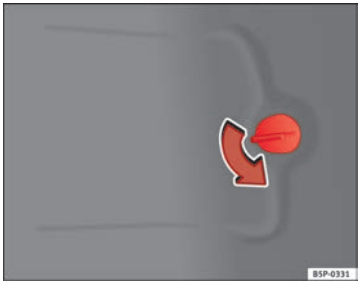

Fig. 192 Luci sulla carrozzeria
– Rimuovere lo sportello del pannello laterale del bagagliaio ⇒ fig. 192.